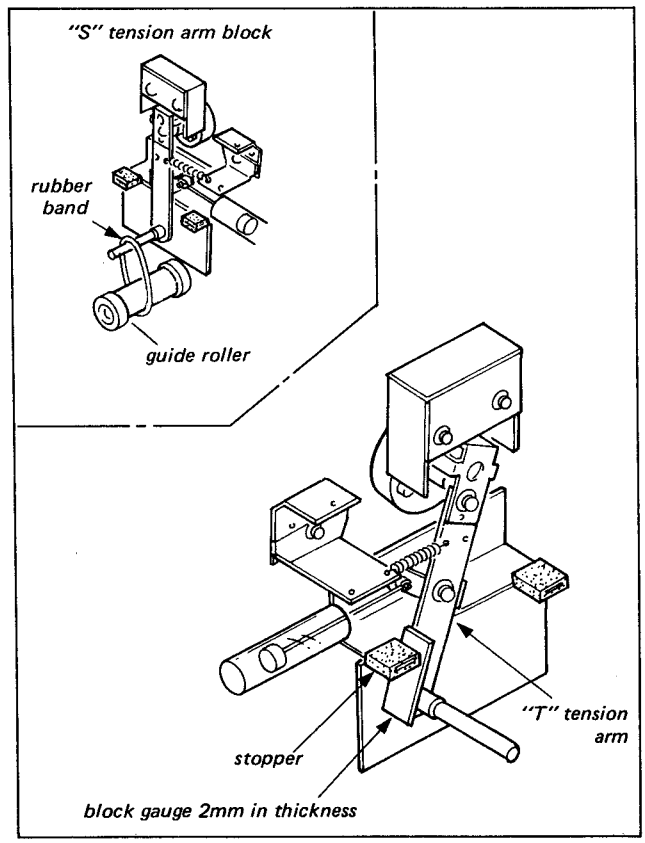

Fig. 5-11. T tension arm adj.
1. Insert the block gauge of 2mm in thickness between "T" Tension Arm and the Stopper as shown in Fig. 5-11.
2. Put a rubber band on the Arm Shaft of "T" Tension Arm and the Counter Roller as shown in Fig. 5-11.
3. Connect scope to TP-3 on the REEL-1A board, confirm that the output is as shown in Fig. 5-11. If the output is always HIGH or LOW, adjust RV-8/REEL-1A board.